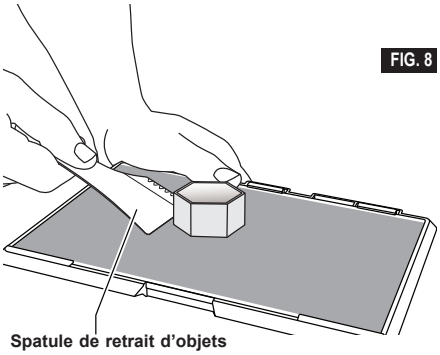

FIG. 8
3. Décollez votre objet de la plateforme de construction. Si nécessaire, utilisez délicatement la spatule pour retirer l'objet de la plateforme de construction (figure 8). Si vous le désirez, détachez le film de construction de la plateforme de construction tout en séparant l'objet de la plateforme de construction. Le film de construction pourra ensuite être retiré de l'objet.